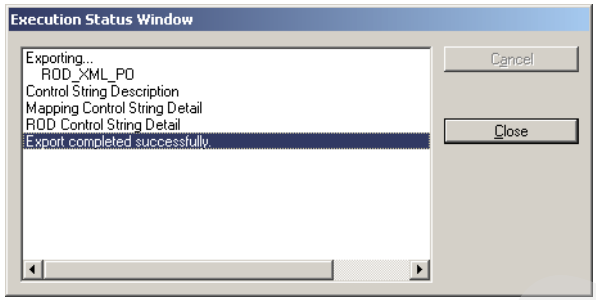

Figure 15-58 Export status
10. The Execution Status Window (Figure 15-58) opens and displays information about the export of our control string. The last line of this window should read `Export completed successfully`. Click **Close**.